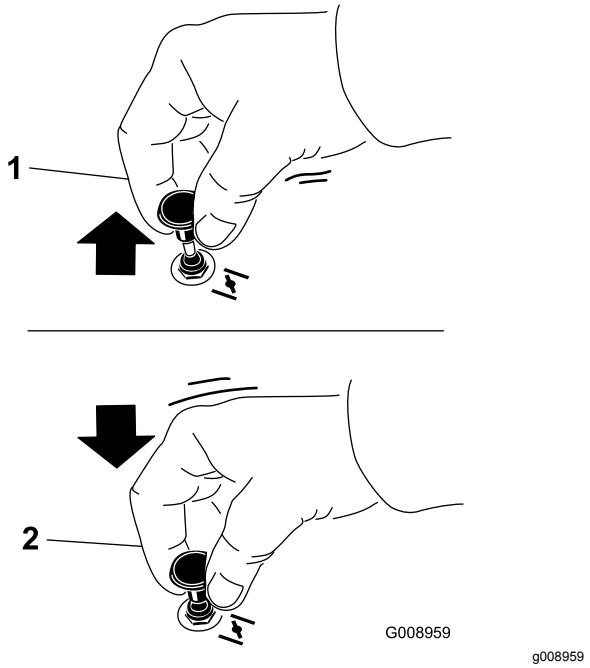

Figur 20
2. Træk op i chokerhåndtaget for at aktivere chokeren, før tændingskontakten tages i brug (Figur 20).
3. Tryk chokeren ned for at deaktivere chokeren, når motoren er startet (Figur 20).